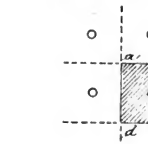

Fig. 229. Wachsraum.
Wachsraum, Standraum, in einem Bestande der Raum, der dem einzelnen Baume zur Ausbreitung der Krone zur Verfügung steht, die Grenze wird durch den Wachsraum der Nachbarstämme bedingt. Die Größe des Wachsraumes drückt man in Fläche, und zwar in Quadratmetern aus. In der Fig. 151, Seite 166, ist der in regelmäßigen Verbänden, in nebenstehender Fig. 229 *a b e d* der beim Quadratverbande jeder Pflanze zukommende Wachsraum schraffiert dargestellt. — Wüchsen alle Pflanzen gleichmäßig weiter, so würde auch jede Pflanze diesen Wachsraum behalten, derselbe ändert sich jedoch dadurch, daß einzelne Pflanzen unterdrückt werden und dadurch anderen ein größerer Raum zur Verfügung gestellt wird. Die Seite *a b* (oder *b c*) heißt die Wachsraumseite, Standraumseite. — Den durchschnittlichen Wachsraum (W) der Stämme eines Bestandes findet man durch Division der Bestandesfläche durch die Stammanzahl (s) = $\frac{F}{s}$ = z. B. $\frac{6000 \text{ qm}}{357}$ = 1,68 qm; bei Berechnung der durchschnittlichen Standraumseite unterstellt man den Quadratverband und findet sie aus $\sqrt{W}$ = $\sqrt{1{,}68}$ = 1,29 m. — Aus dem bekannten Pflanzenverbande (0,7 × 1,2 m) berechnet sich der Wachsraum einer Pflanze (0,84 qm), und durch Division der Kulturfläche (1 ha) durch den Wachsraum (0,84 qm) die Pflanzenzahl ($\frac{10000}{0{,}84}$ = 11904 Stück). Aus dem bekannten Wachsraum (0,84) und der Pflanzenzahl (11904) berechnet sich die Kulturfläche (0,84 × 11904 = 9999,4 qm oder rund 1 ha).